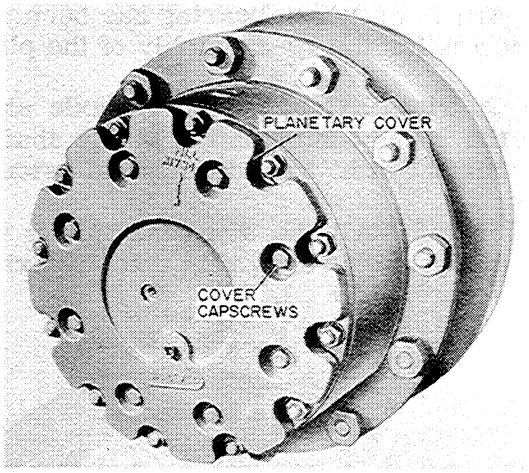

Figure U-62
5. Place a new gasket on the planetary cover, then install the planetary cover on the spider, Figure U-62. Install the cover cap screws and torque to -